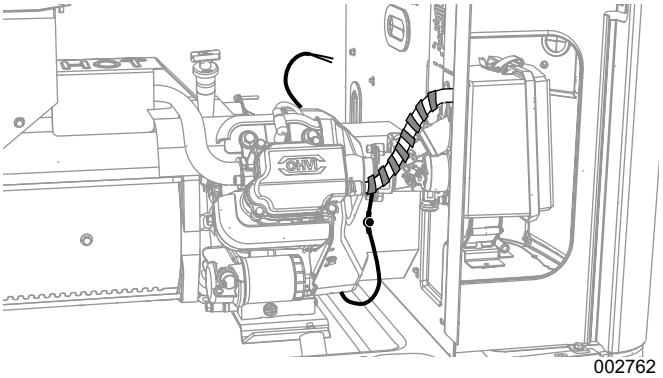

Figure 4. Routing Heater Wires (9 kW)
2. See *Figure 4*. Route the lead wires beneath and behind the engine as shown.